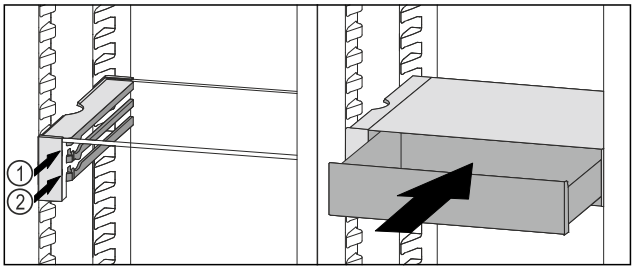

Fig. 176
▶ Placer le tiroir VarioSafe derrière les butées sur la nervure désirée *Fig. 176 (1)* ou *Fig. 176 (2)*.